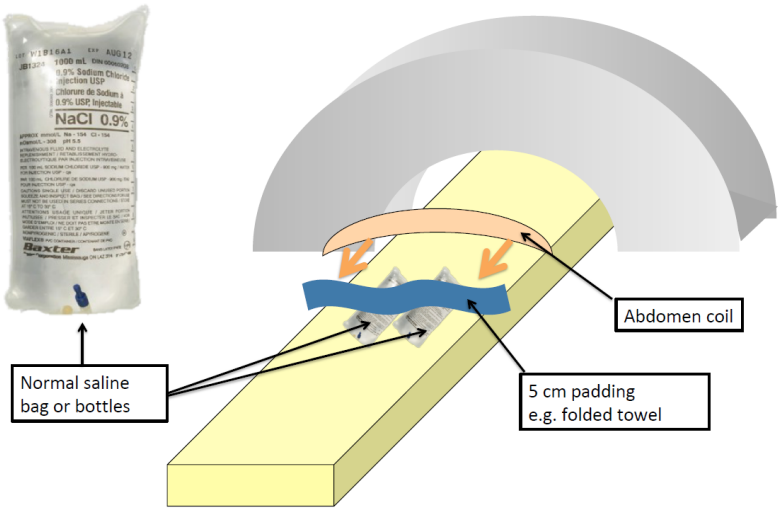

Figure 1. Arrangement of saline bags on scanner bed [*Note: Please make sure that the height distance between the coil and the bed is between 15 and 30cm.*]
1. Place the two saline bags (1 litre) as shown in Figure 1